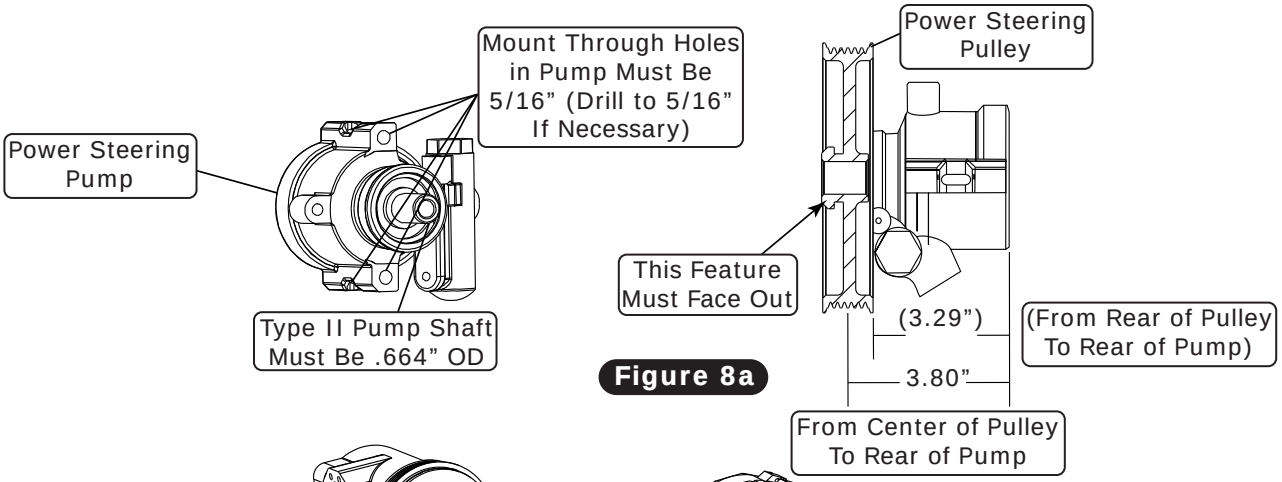

Figure 8a
- **Some Type-II GM power steering pumps (non-Vintage Air pumps only) have threaded mounting bases. These must be drilled out to allow the Front Runner mounting bolts to pass through the holes and thread into the bracket (See Figure 8a, below).**
1. Using a power steering pump pulley installer, install the power steering pulley onto the power steering pump (See Figure 8a, below).